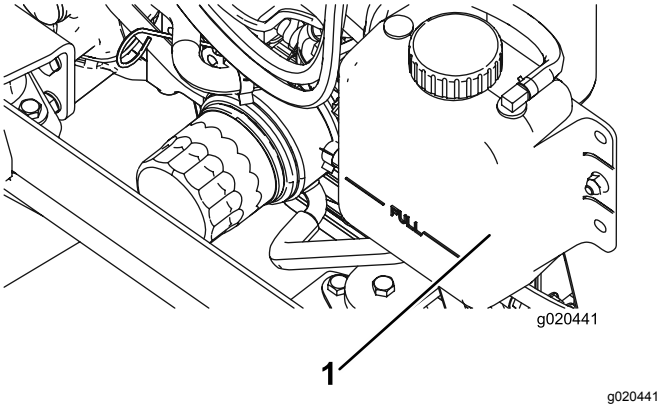

Figur 73
1. Afmonter forsigtigt kølerens dæksel og ekspansionsbeholderens dæksel (Figur 73).